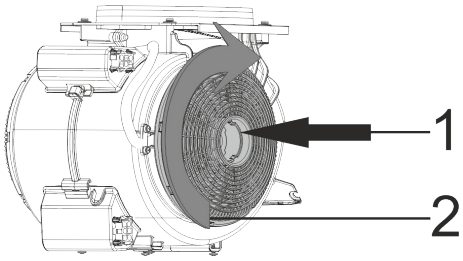

Fig. 5: KUL 10 & KUL 13
- 1- Placer kulfilterne på motorens sider (Fig. 5).
- 2- Sørg for at dreje kulfilterne med urets retning for at låse dem fast (Fig. 5).